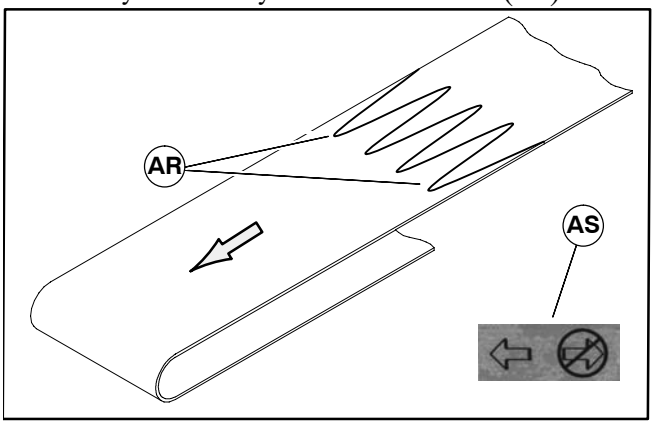

Figure 23
1. Orient belt so splice leading fingers (AR of Figure 23) point in the direction of belt travel as identified by the conveyor directional label (AS).
2. Orient belt so splice leading fingers (AR of Figure 23) point in the direction of belt travel as identified by the conveyor directional label (AS).